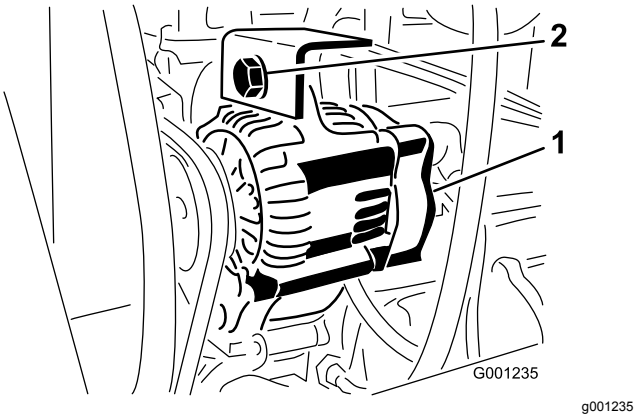

**Figur 72**
2. Løsn monteringsbolten til generatoren (Figur 72).
3. Øg eller mindsk generatorremmens stramhed, og spænd monteringsbolten (Figur 72).